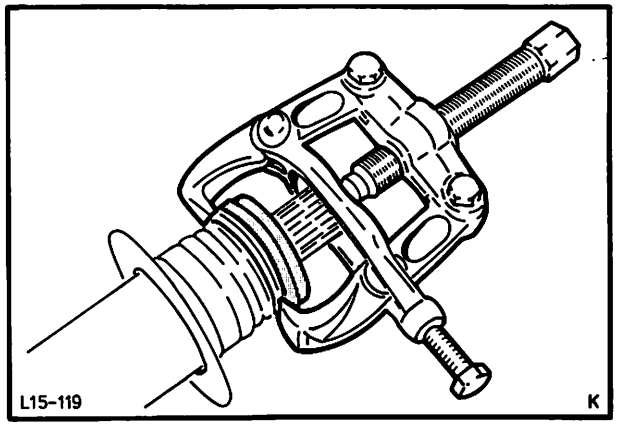

Abb. 186 Kugellager mit Schutzkappen abziehen
4. Kugellager, zusammen mit den Schutzkappen, mit einem zweiarmigen Abzieher von der Welle abziehen, Abb. 186.